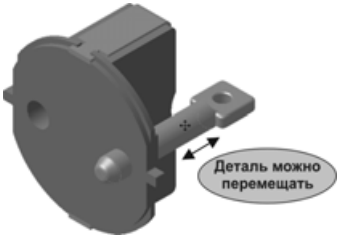

Рис. 7.26
- Нажмите кнопку **Переместить компонент**, установите курсор на цилиндрическую грань детали **Штифт** и попробуйте перемещать деталь в сборке — после выполнения сопряжения **Соосность,** перемещение возможно только вдоль оси отверстия на **Вкладыше** (рис. 7.26).